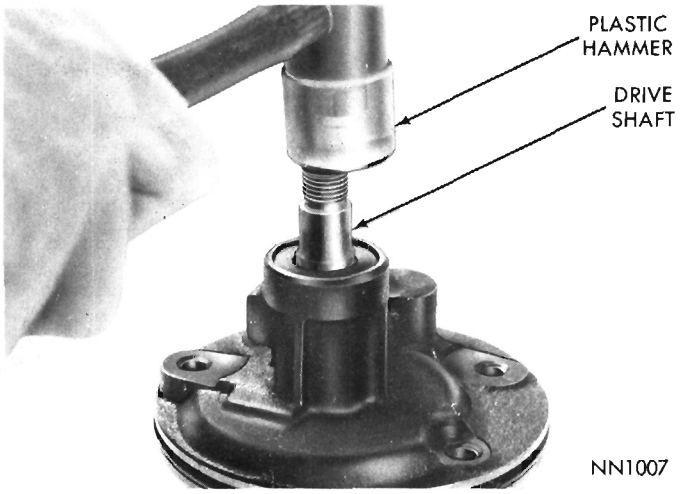
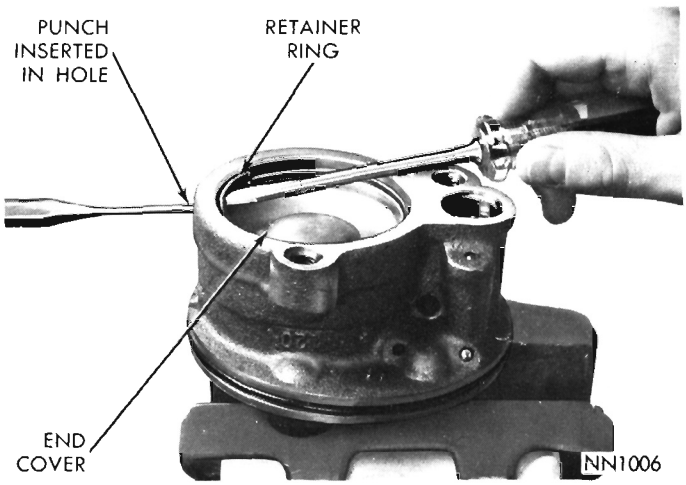
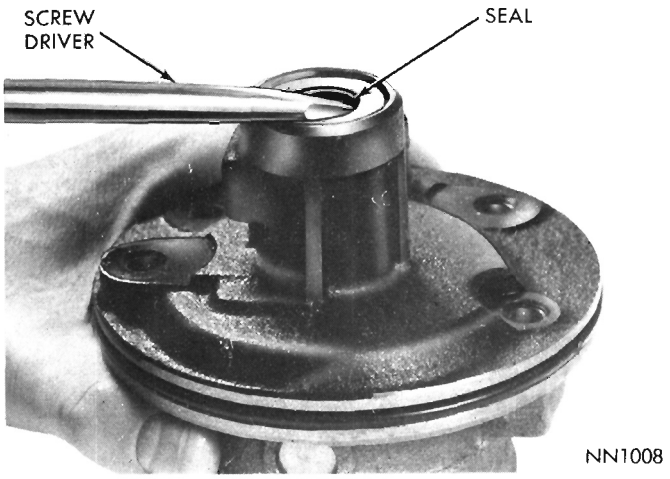

Fig. 8—Removing Drive Shaft Assembly
Fig. 7—Removing End Cover Retainer Ring
Fig. 9—Oil Seal Removal
(7) Using a punch, tap end cover retainer ring around till one end of ring lines up with hole in pump body. Insert punch in hole far enough to disengage ring from groove in pump bore and pry ring out of pump body (Fig. 7).
(8) Tap end cover with plastic hammer to jar it loose. Spring under cover should push cover up.
(9) Remove pump body from vise, place in inverted position on flat surface and tap end of drive shaft with plastic hammer to loosen pressure plate, rotor and thrust plate assembly from body. Lift pump body off of rotor assembly. Flow control valve and spring should slide out of bore also (Fig. 8).
(10) Remove and discard end plate and pressure plate "O" rings.
(11) Place pump body on flat surface and pry drive shaft oil seal out with a screw driver (Fig. 9).
(12) Inspect seal bore in housing for burrs, nicks or score marks that would allow oil to bypass outer seal surface.
(13) If necessary to disassemble flow control valve for cleaning, see "Flow Control Valve Disassembly".
(14) After lifting pressure plate and cam ring from rotor, remove ten vanes from slots in rotor.
(15) Clamp drive shaft in soft jawed vise, with rotor and thrust plate facing up.
(16) Remove rotor lock ring: